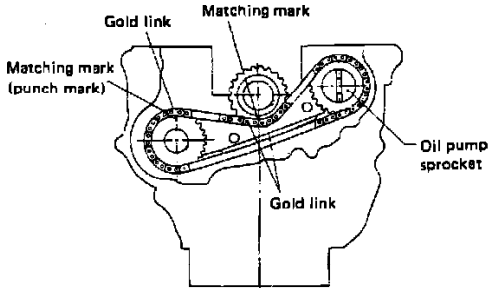

Fig. 34 Installing Drive Chain
20. Install chain and crankshaft, then align marks on sprockets with gold links on chain as shown in **Fig. 34.**